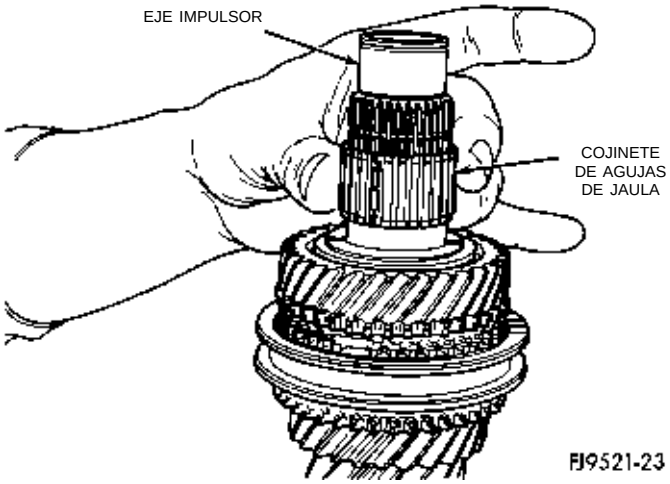

Fig. 94 Instalación del cojinete de agujas de jaula
(10) Instale el cojinete de agujas de jaula de 5ta velocidad (Fig. 94).